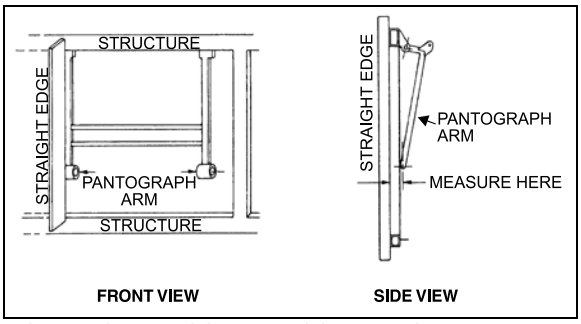
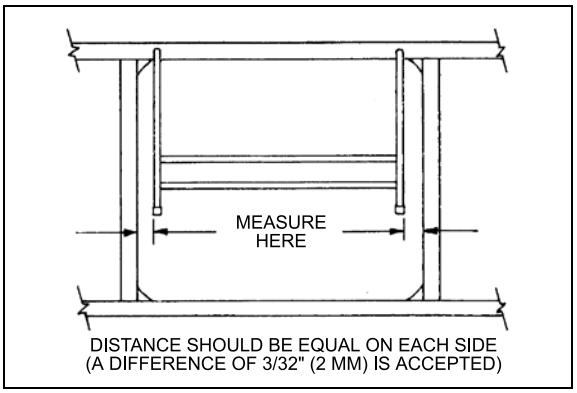

FIGURE 58: PANTOGRAPH DOOR ADJUSTMENT 18062
FIGURE 59: PANTOGRAPH DOOR ADJUSTMENT 18063
Measure distance between a pantograph arm end and a straight edge resting on structure. Repeat procedure for the other arm. The distance on each side should be equal. If not, bend appropriate arm until desired measure is obtained (Figure 58 & Figure 59).
5. When the door is straight, remove the 2x4's and check door operation and fit. A difference of 3/32" (2mm) between both sides is accepted (Figure 59).